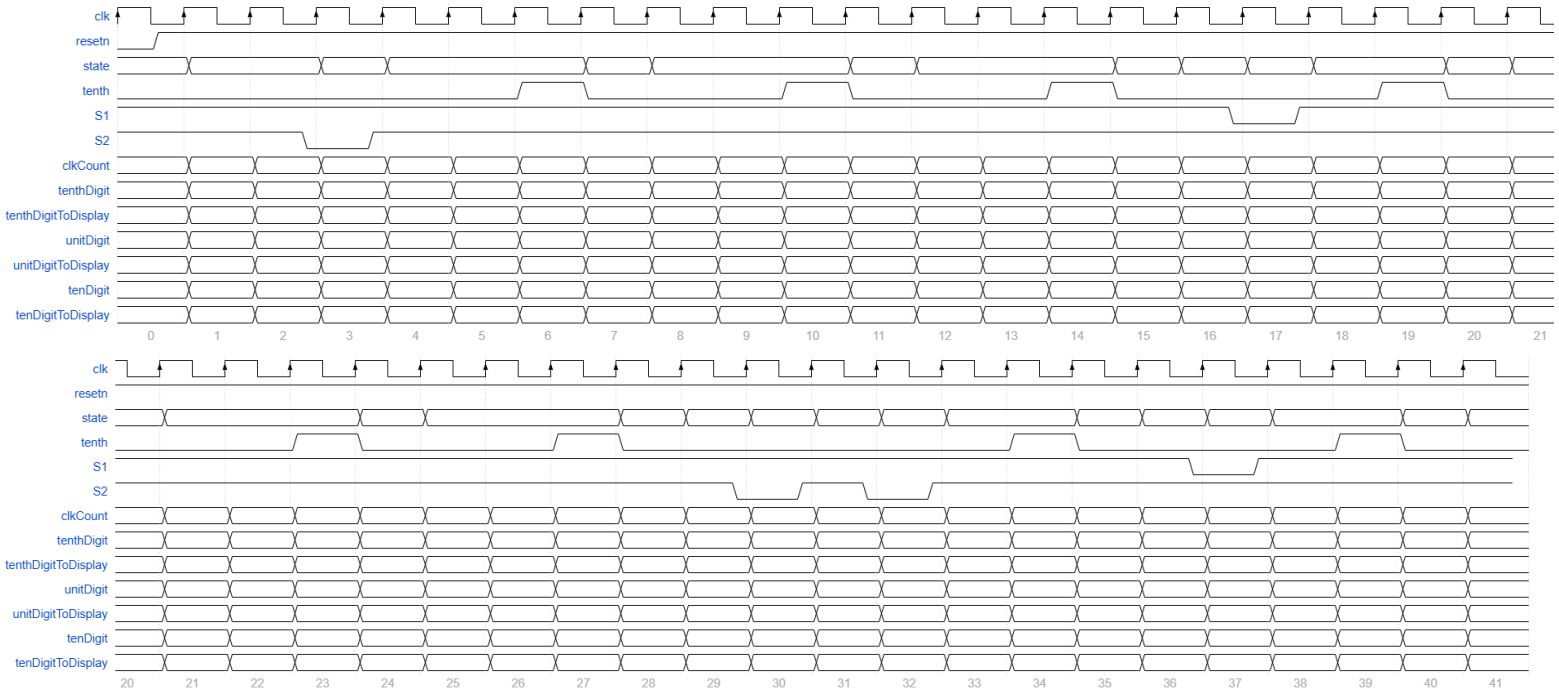

Figure 11.4: Timing diagram that you will run on the testbench.
The timing diagrams in Figure 11.4 show the `S1` and `S2` signals as they are manipulated by the testbench. The tenth signals will be asserted by your datapath but are included to help you. Your task is to fill in the symbolic name of the state that the FSM is in as well as the `clkCount` value, the `mod10Counter` outputs and the values displayed on the 7-segment displays.
Run the testbench using the provided do file and compare the output against Figure 11.4 You will probably need to modify the do file to make it work with your design. Address any problems in the stopwatch before proceeding.
- Completed Figure 11.4. Please paste the images in landscape format into your solutions